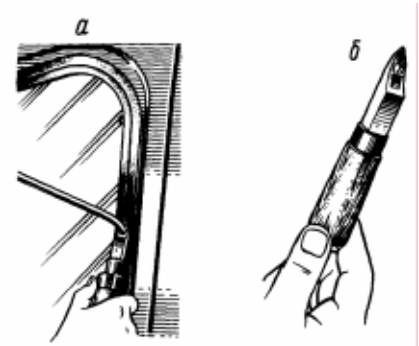

Рисунок 15.7 – Установка замочного вкладыша при помощи оправки:
– вставить замочный вкладыш при помощи оправки (рисунок 15.7) в канавку уплотнителя по всей длине;